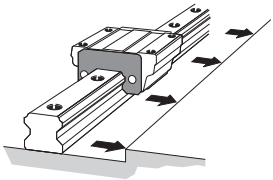

Fig.7 Aligning the LM Rail with the Reference-Surface
(2) Gently place the LM rail onto the base, and temporarily secure the bolts to the extent that the LM rail lightly contacts the mounting surface (align the line-marked side of the LM rail with the side reference-surface of the base). (Fig.7)